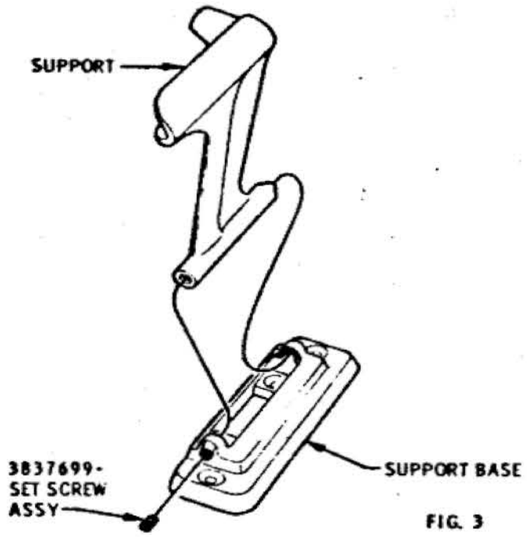

FIG. 3
2. FASTEN ALL SUPPORTS TO BASES. SEE FIG. 3.